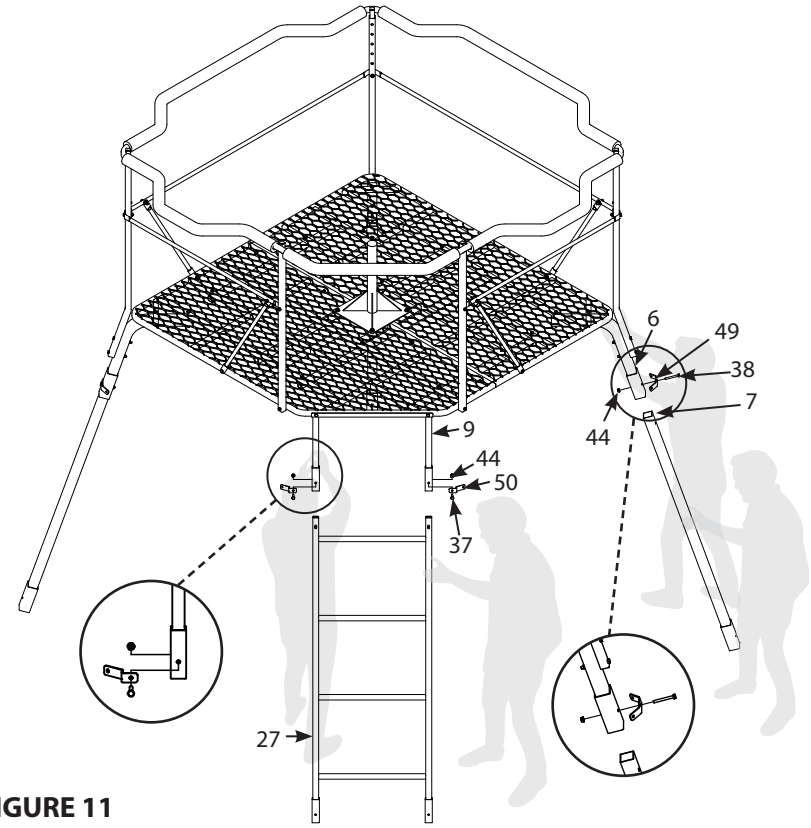

FIGURE 11
11. With the help of two people, lift platform up and insert one top leg (7) into leg-to-platform attachment part (6). Attach a brace-to-leg attachment bracket (49) to leg and secure together using a 1/4-20 X 2-1/4 IN bolt (38) and 1/4-20 nut (44). Bolt must go through all parts (49, 6, 7). **SEE FIGURE 11.**
Then, insert the top ladder section (27) into the ladder-to-platform attachment part (9). Attach a brace-to-ladder attachment bracket (50) to each side of the ladder and secure with a 1/4-20 X 1-3/4 IN bolt (37) and 1/4-20 nut (44) on each side. Bolts must go through all parts (50, 9, 27). **SEE FIGURE 11.** ***Securely tighten all loose hardware at this time.***